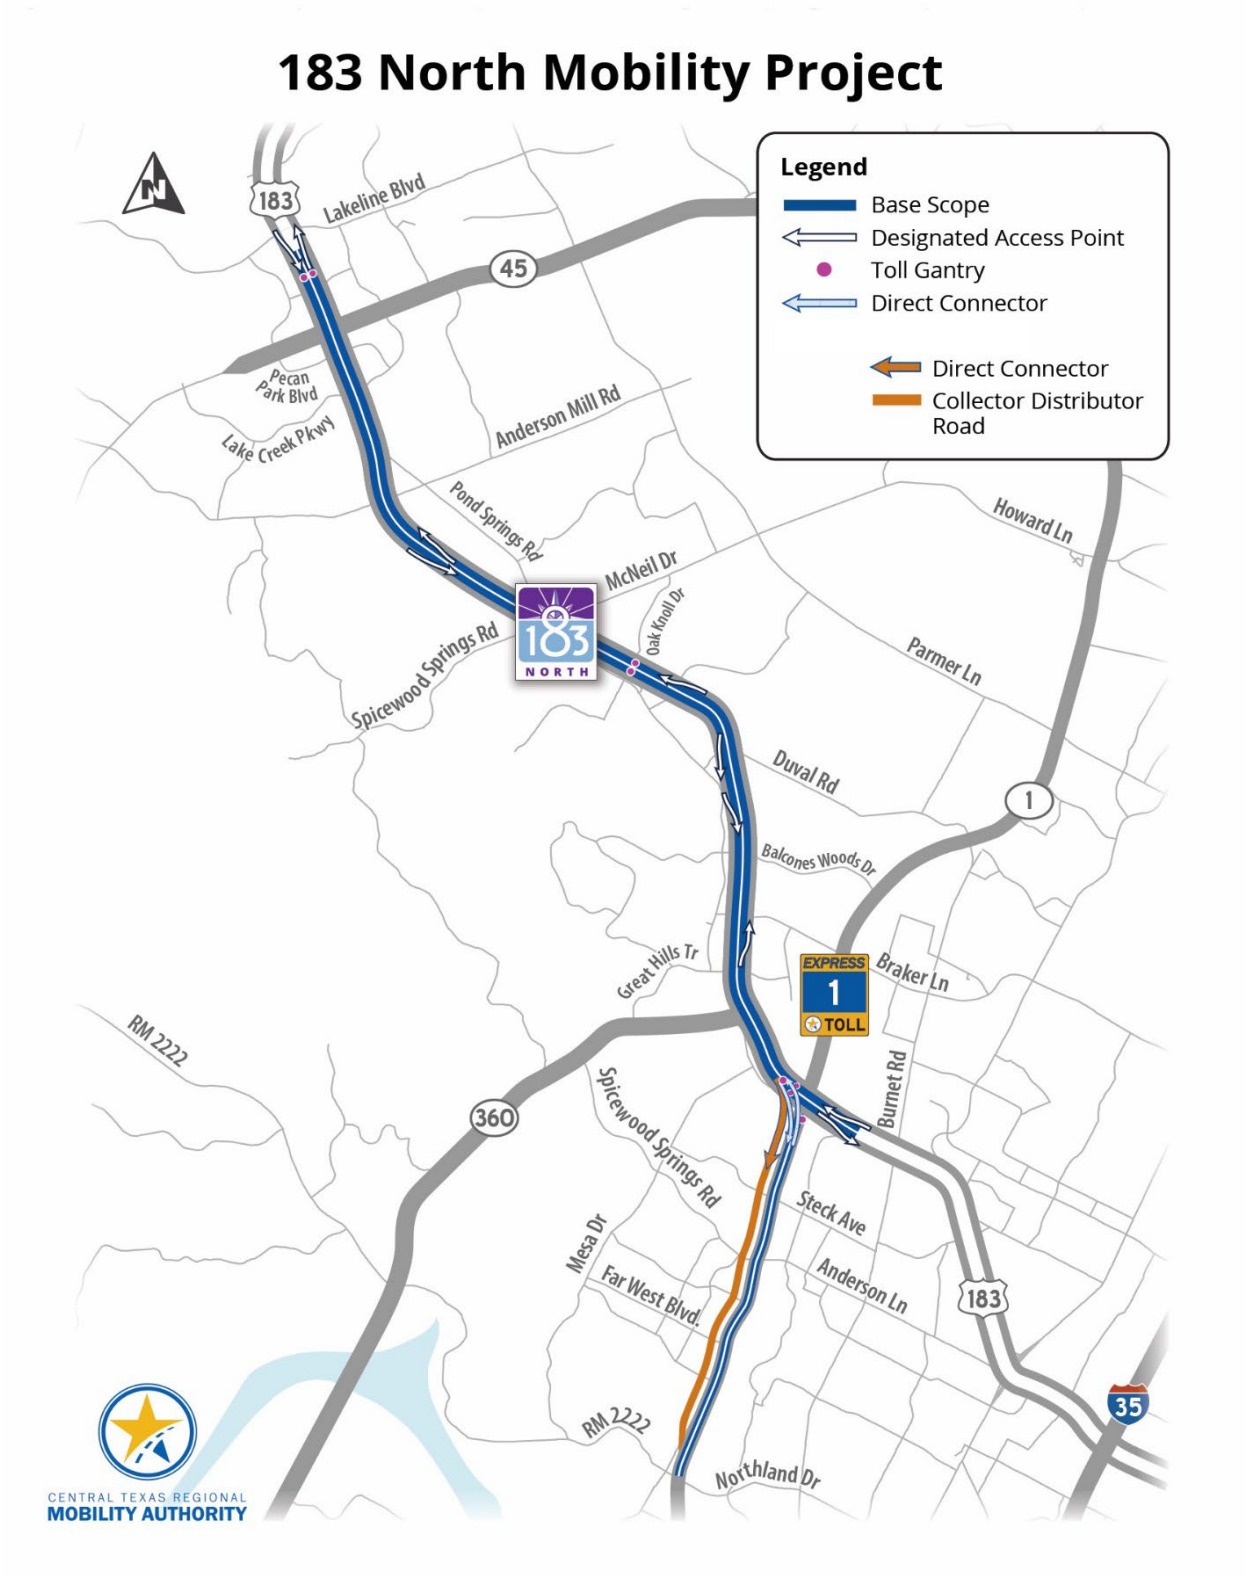

Figure 1: 183 North Mobility Project Map
The Project extends generally from State Highway (SH) 45 North/Ranch-to-Market (RM) 620 to State Loop 1 (MoPac), approximately nine miles and along Loop 1 (MoPac) from US 183 to RM 2222, approximately three miles as shown in Figure 1.